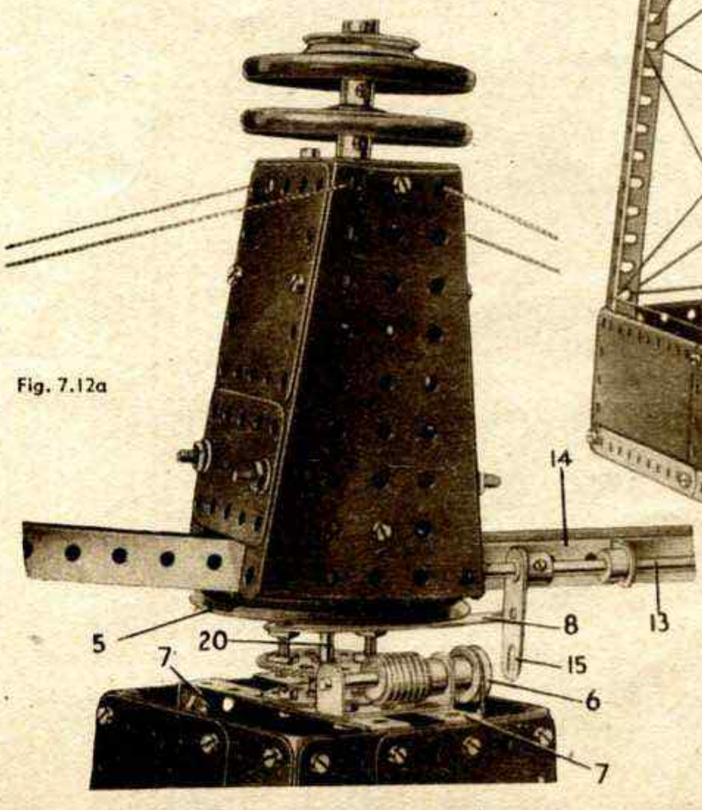

Fig. 7.12a
Le moteur EO20 transmet le mouvement par l'intermédiaire d'une ficelle qui passe sur une poulie de 12 mm. 6 (Fig. 7.12a). Cette poulie est fixée sur une tringle de 5 cm. munie d'une vis sans fin, et qui passe dans une bande coudée de 38 x 12 boulonnée aux bandes coudées de 90 x 12 (7).